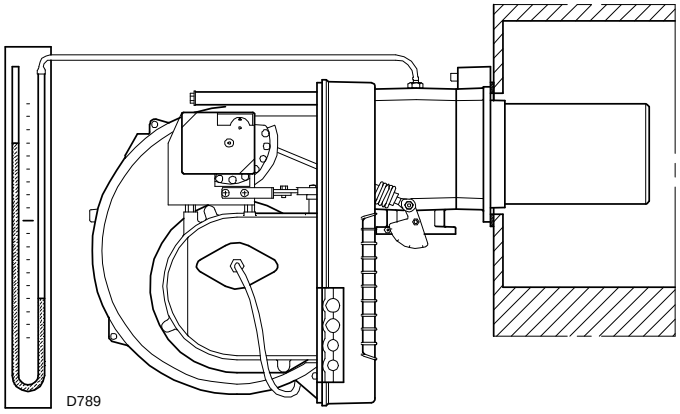

Fig. 23
- ➤ Monter un manomètre en U (Fig. 23) sur la prise de pression du gaz du manchon. Il sert à mesurer approximativement la puissance MAX du brûleur, à l'aide des tableaux Tab. H à la page 20.
Dans ce cas, augmenter le débit de gaz à l'allumage. L'arrivée du gaz au manchon est mise en évidence par le manomètre en U (Fig. 23 à la page 24).
À titre d'exemple, on peut le trouver dans le Tab. H à la page 20, il suffit de lire la pression du gaz sur le manomètre en U, voir Fig. 23 à la page 24, et suivre les indications fournies dans le Tab. H à la page 20.